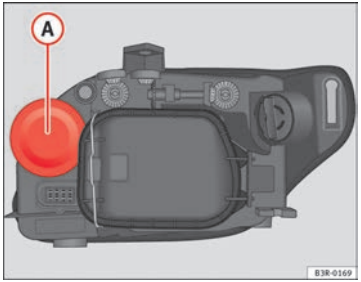

Fig. 216 Turn signal
– Pull the rubber cap ⇒ fig. 216 to remove it.